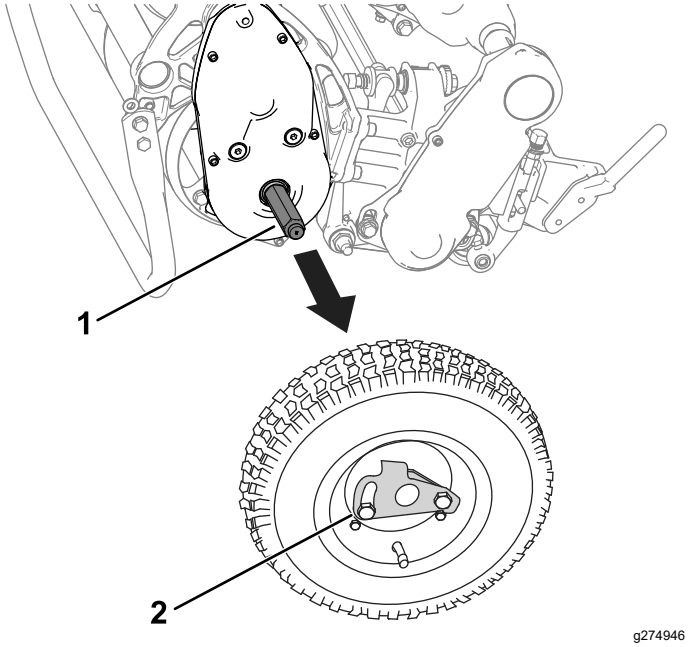

Rysunek 20
3. Zdejmij koła transportowe, wypychając zaciski blokujące koła z osi (Rysunek 20).